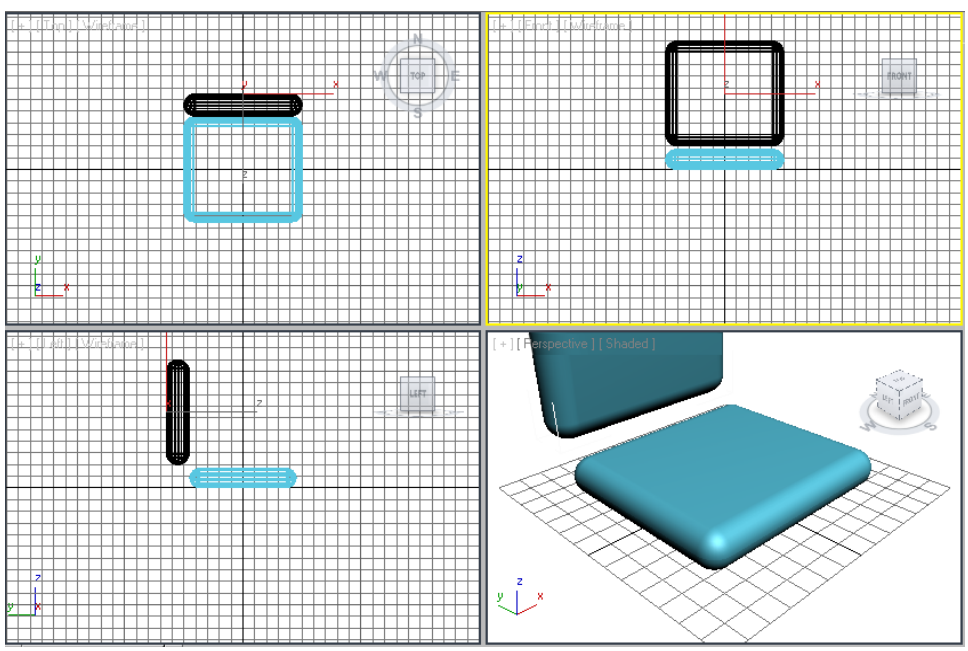

Figure 3-37 *The back support for the chair in all viewports*
4. Make sure that the chamfer box is selected. In the **Parameters** rollout, set the value **10** in the **Fillet Segs** spinner; the chamfer box is modified, as shown in Figure 3-37.